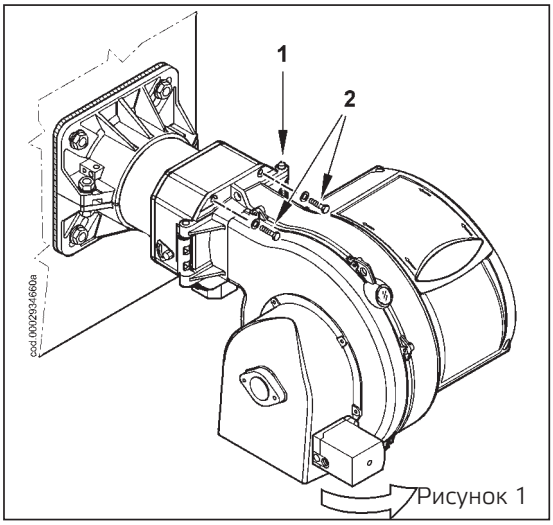

Рисунок 1
- Отверните и снимите крепежную гайку, отцепите рычаг управления газовым дросселем (1).
- Отверните два винта (2) и поверните горелку вокруг штифта (3), вставленного в петлю (рис. 1).